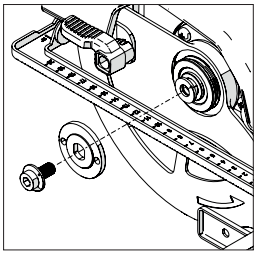

Рис. 4
- С помощью торцевого ключа ослабьте и выньте удерживающий шпиндель винт с углублением под шестигранный ключ, снимите соответствующие крепежные детали и внешний фланец привода диска. **(Рис. 4)**